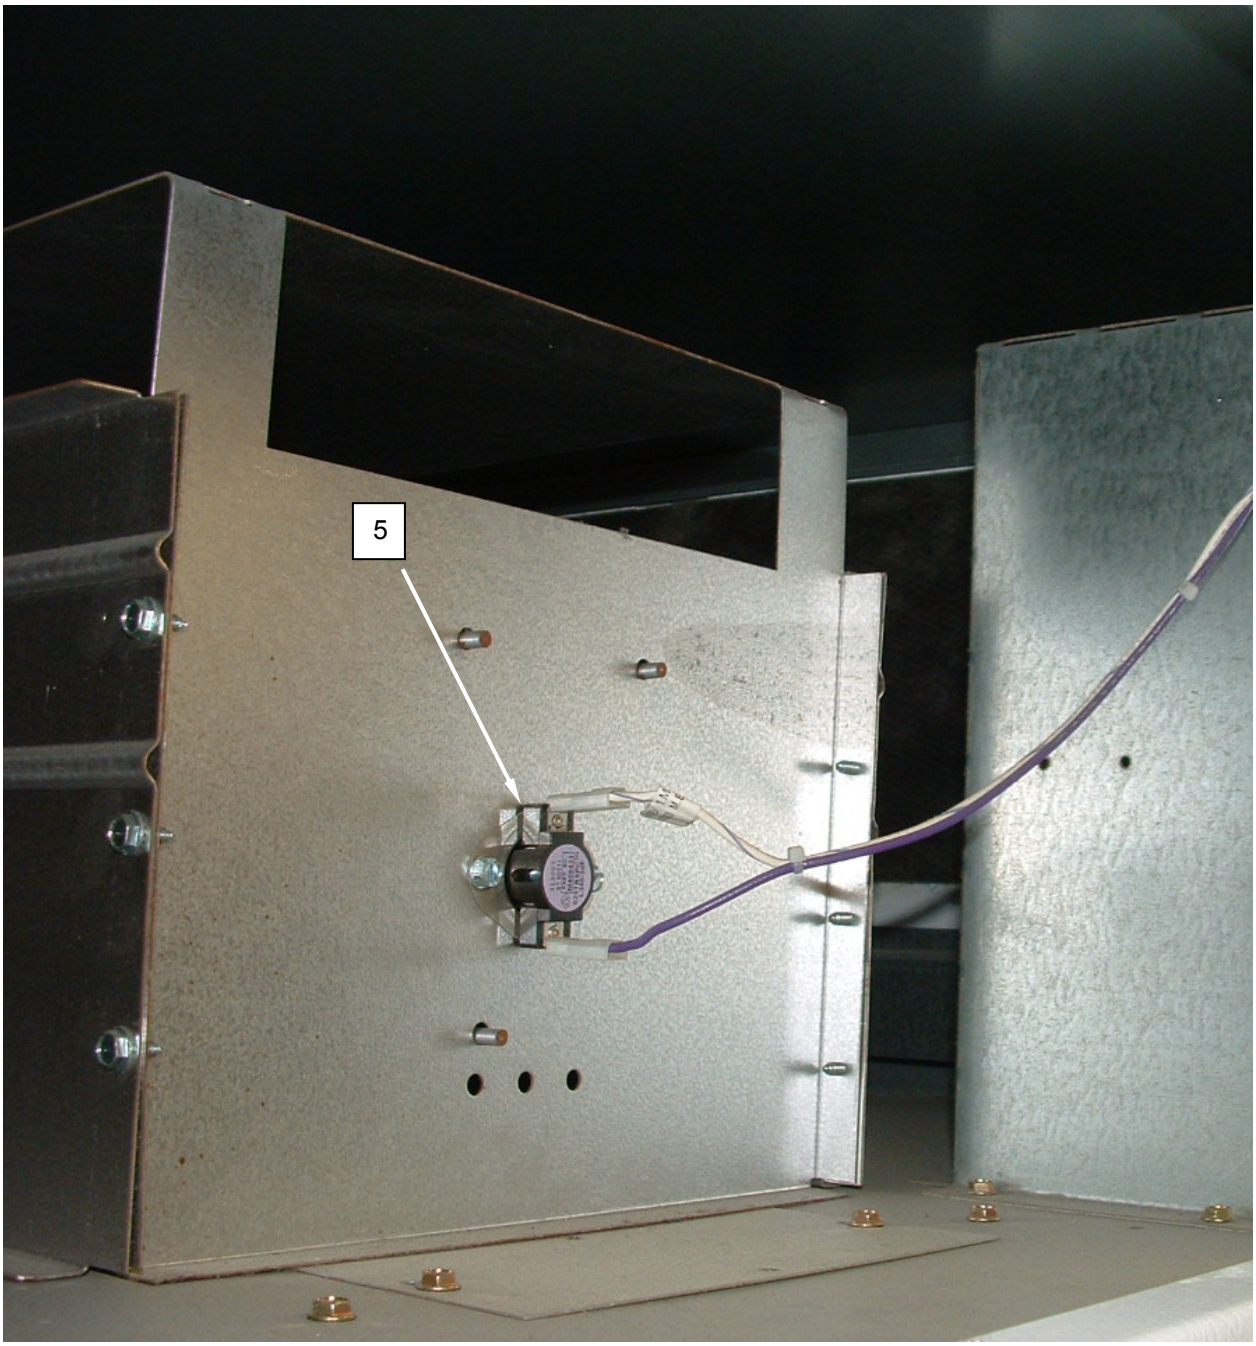

Figure 3. Test the High Limit Thermostat.
3. Tag and disconnect wiring from thermostat **(Figure 3, Item 5)**.
5. Replace a malfunctioning thermostat **(Figure 3, Item 5)**.
6. Reconnect wiring to thermostat **(Figure 3, Item 5)** as tagged.